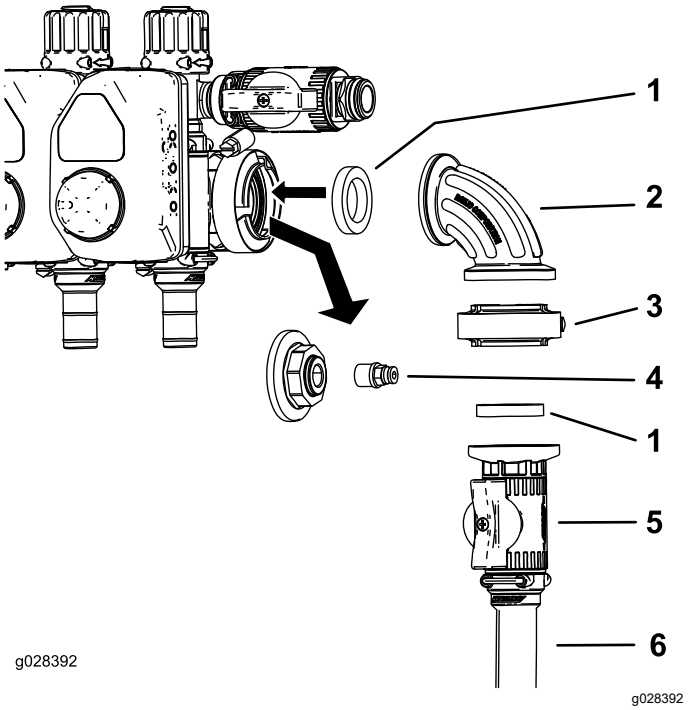
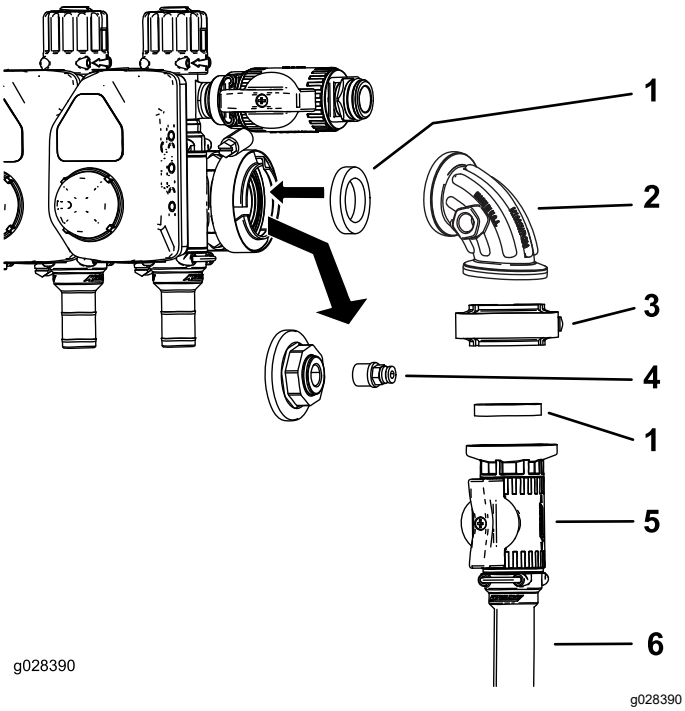

Figura 7
Figura 8
1. Retire o grampo da flange que prende o tampão da extremidade e acoplador na porta do indicador de pressão (Figura 7 ou Figura 8).
2. Retire o acionador do tampão da extremidade (Figura 7 e Figura 8).
3. Instale o conjunto da válvula de controlo como se mostra na Figura 7 ou na Figura 8.
4. Instale o acoplador na porta aberta na união de 90 graus (Figura 7 ou Figura 8).
Nota: A porta no lado da união de 90 graus do Multi Pro 1750 e Multi Pro WM encontra-se na parte frontal (não mostrada) da união na Figura 7
5. Ligue o tubo de alimentação do cilindro de tubagem à válvula de controlo utilizando uma abraçadeira de tubos (Figura 7 ou Figura 8).